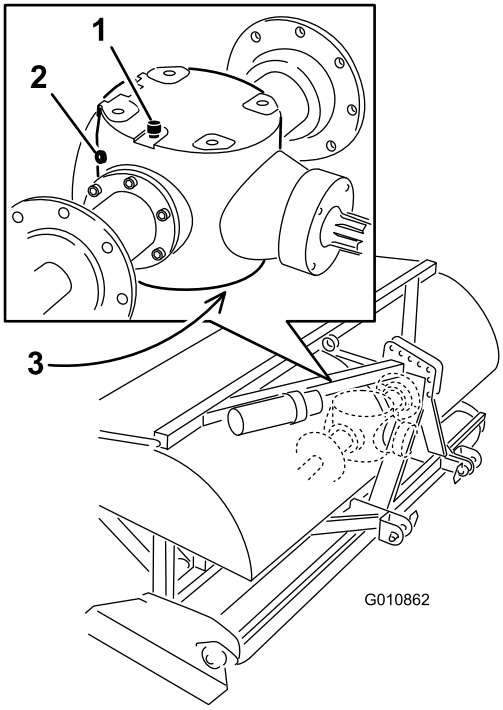

**Figur 41**
2. Ta kontrollpluggen ut av girkassen (Figur 41).
3. Kontroller at oljen når opp til bunnen av girkassens kontrollplugghull (Figur 41).
1. Fjern rusk fra ventilasjons-/påfyllingspluggen, og tøm pluggen for å unngå forurensing (Figur 41).